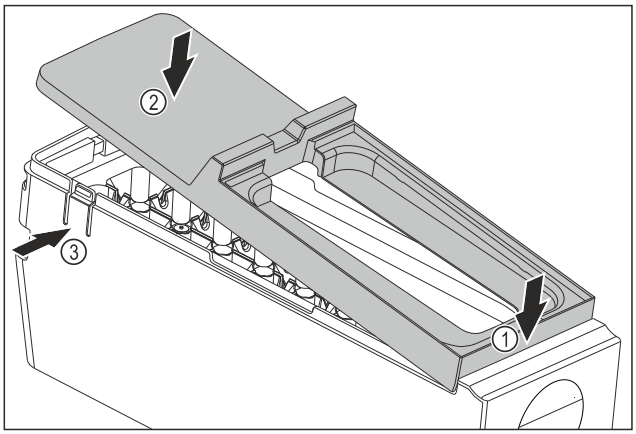

Fig. 113
▶ Installing the EasyTwist-Ice body cover: Place the cover on the front. *Fig. 113 (1)*
▶ Lower the cover at the rear. *Fig. 113 (2)*
▷ The cover locks into both tabs *Fig. 113 (3)* audibly.